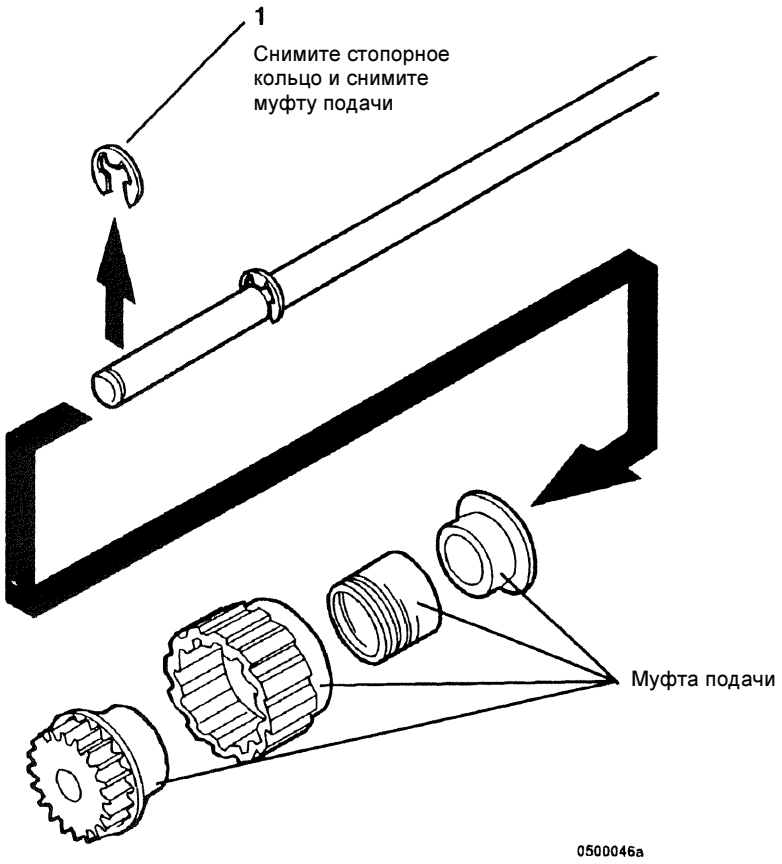

Рисунок 3 Снятие муфты подачи DSDF
4. (Рисунок 3): Снимите муфту подачи для DSDF.